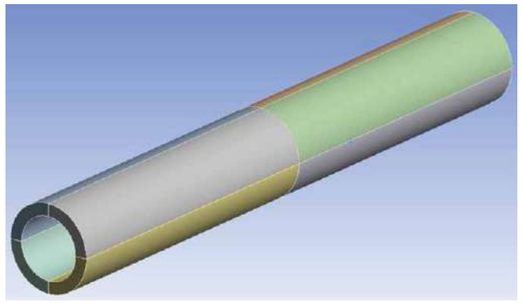

Рис. 1. Общий вид расчетной области
- расчетная область представлена частью трубопровода 14х2 длиной 100 мм (рис. 1);